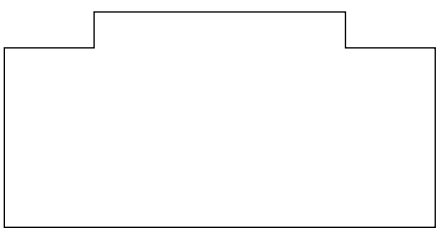
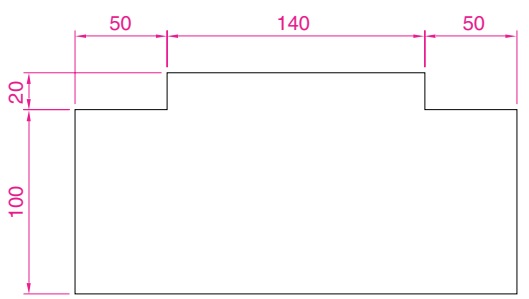

Fig. 6.9 First example – outline to dimension
Fig. 6.10 First example – horizontal and vertical dimensions
First example – hor and ve (Horizontal and vertical) – Fig. 6.10
1. Construct the outline in Fig. 6.9 using the **Line** tool. Its dimensions are shown in Fig. 6.10.
The result is shown in Fig. 6.10.